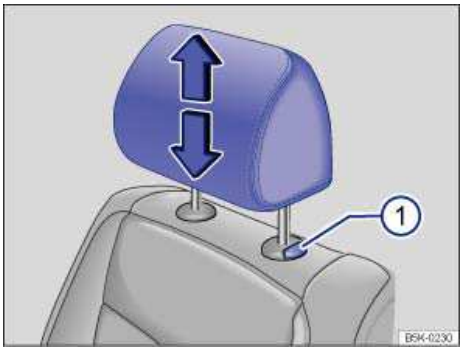

Fig. 38 Adjusting the head restraints.
- Pull the head restraint up in the direction of the arrow, or push it down while pressing the button ⇒ fig. 38 (1) ⇒ .